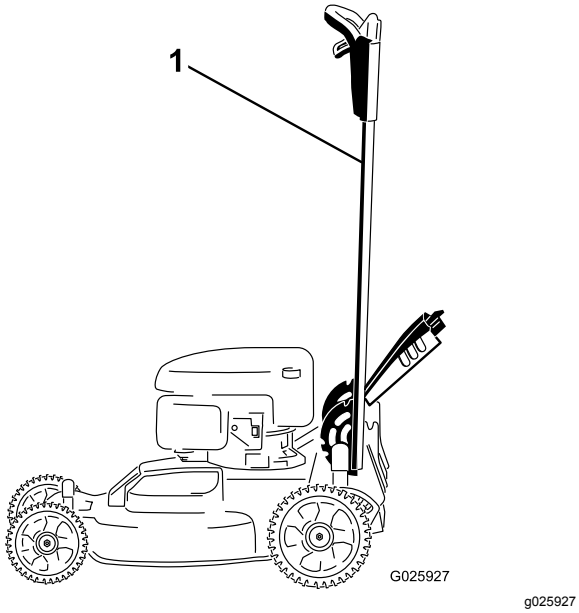

Figuur 40
1. Borg de handgreep in de verticale stand (Figuur 40); zie Hoogte van handgreep instellen (bladz. 11).